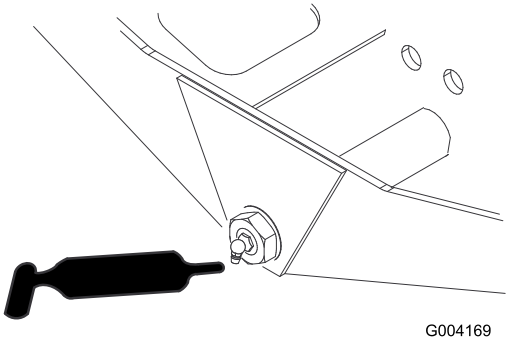

Figur 51
- Axelns styrtapp (1) (Figur 51)